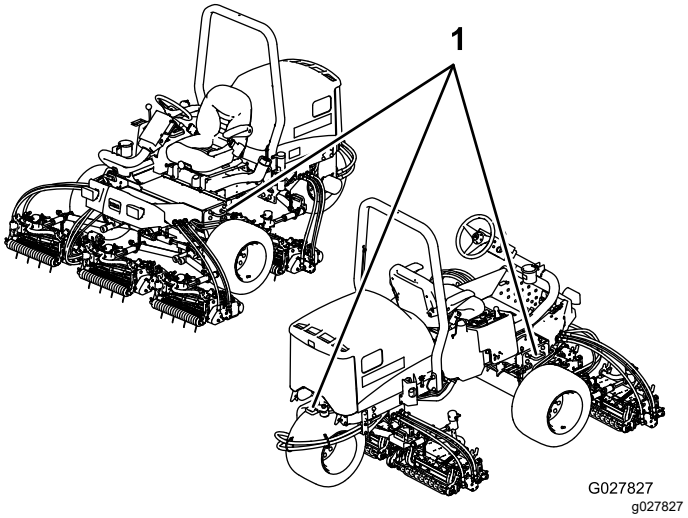

Figuur 39
5. Gebruik de metalen bindogen op de machine om de machine goed te bevestigen op de aanhangwagen of de vrachtwagen met banden, kettingen, kabels of touwen (Figuur 39).